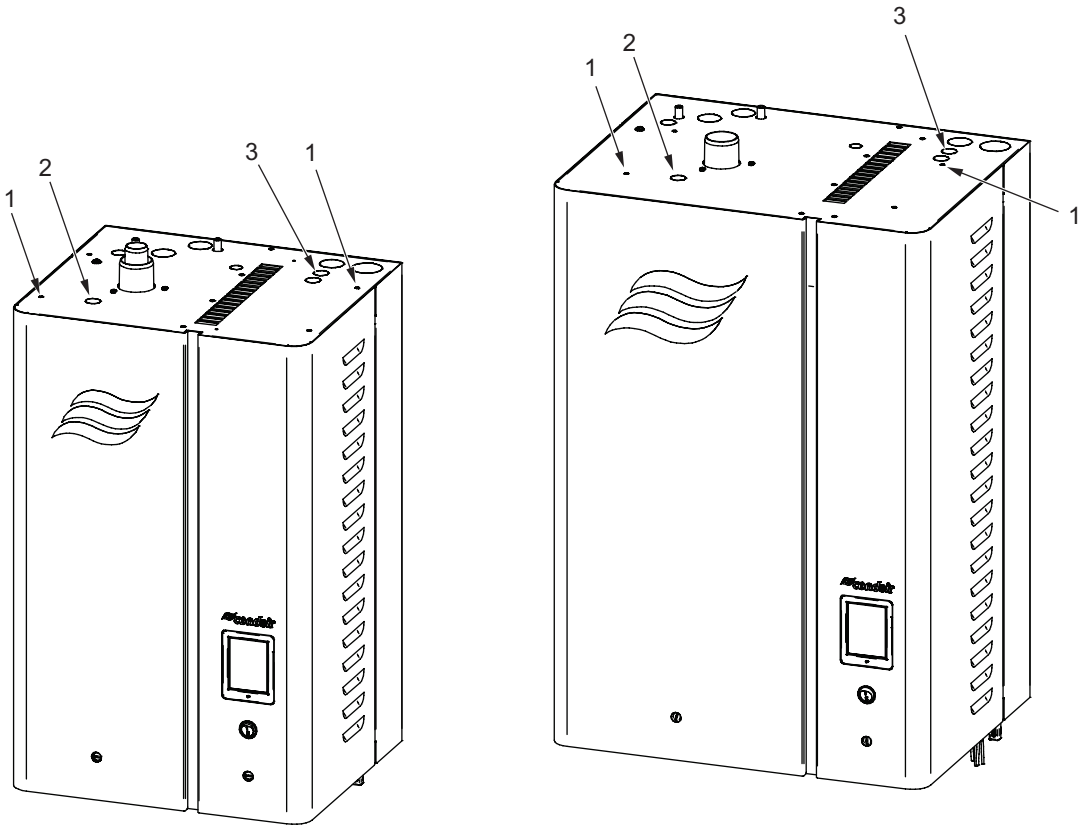

Figure 16 : Poinçons sur le dessus de l'humidificateur.
1. **Poinçons.** Pousser les poinçons suivants sur le dessus de l'humidificateur. Consulter la *Figure 16*. Les endroits varient selon le type d'unité.